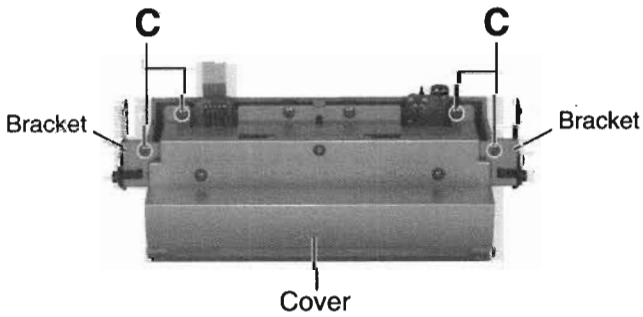

Fig.35
■Removing the multi-control board (See Fig.35 to 37)